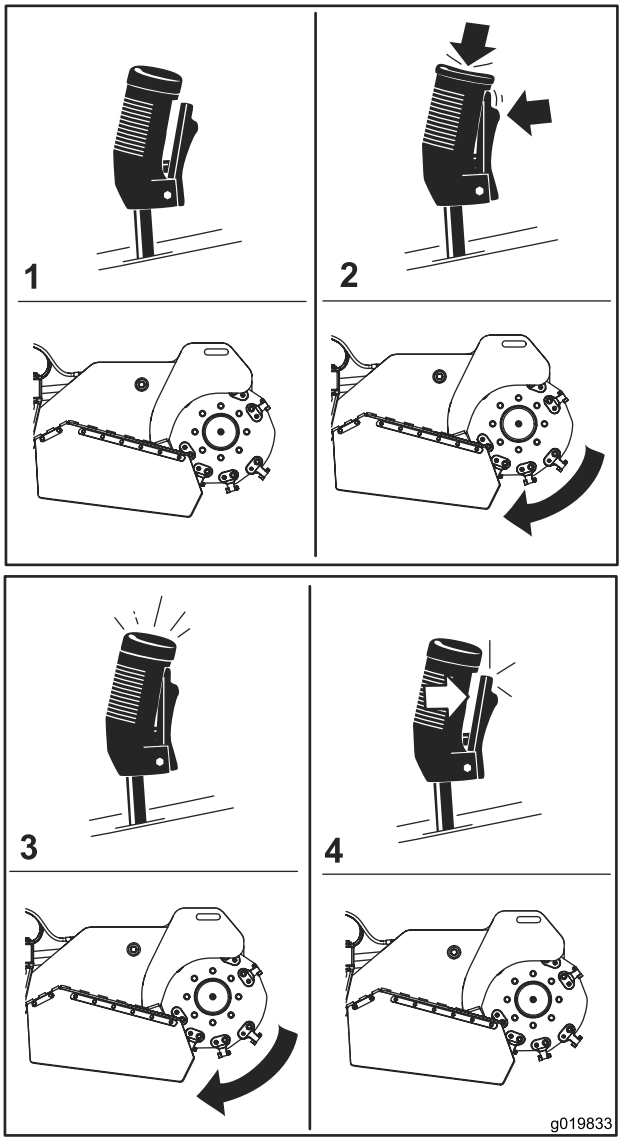

Figuur 13
- Om de frees (Figuur 13) in te schakelen drukt u op de rode knop bovenaan de hendel en drukt u de trekker in. Zodra de frees ingeschakeld is, kunt u de rode knop loslaten.
- Stop de frees (Figuur 13) door de trekker gedurende meer dan een halve seconde los te laten.